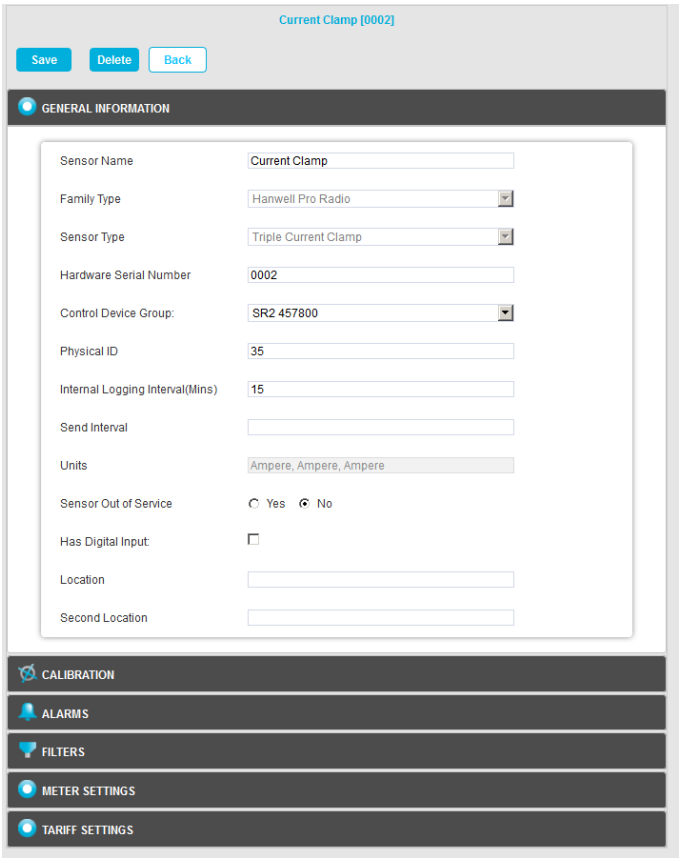

Figure 13
- The **Edit Mode** window for the selected Sensor is displayed. See Figure 13 below: